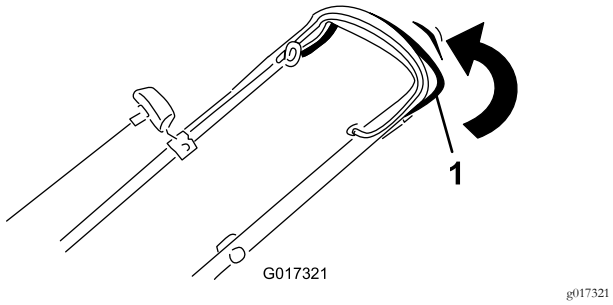

Figur 19
- **Sådan betjener du selvkørselsdrevet:** Tryk selvkørselsdrevstangen mod håndtaget, og hold den der (Figur 19).